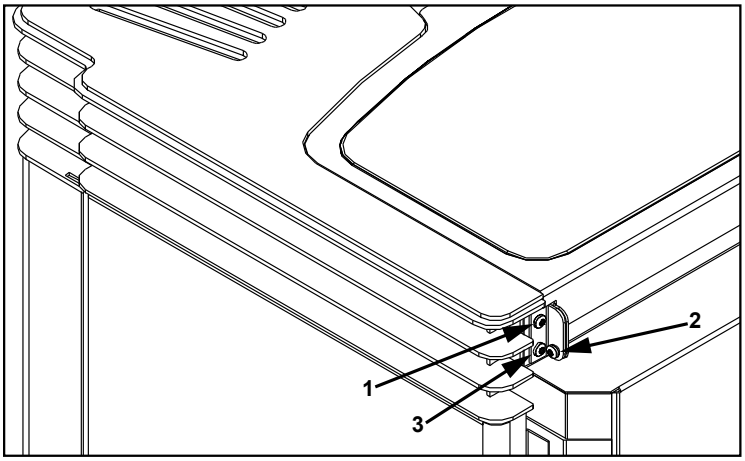

Figure 29: Installing Hopper Lid.
1. Attach the hopper brackets to the back of the unit with a screw in each top holes of the brackets (#1 in Figure 29). Do not tighten these screws until all six (6) screws are in place.
2. Lay the hopper lid in place, slide the bushing into the bracket, and attach the lid to the brackets (#2 in Figure 29). The screw must go through the bushing in the bracket then into the hopper cover.
3. Install the screw in the bottom hole on both brackets (#3 in Figure 29).
4. Let the hopper lid lay flat on the stove top then tighten the four (4) bracket screws.